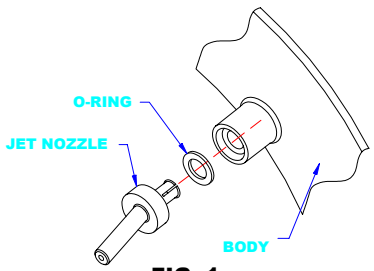

FIG. 1
Step 1) Insert the jet nozzle assembly into the spray ring. (see Fig.1)